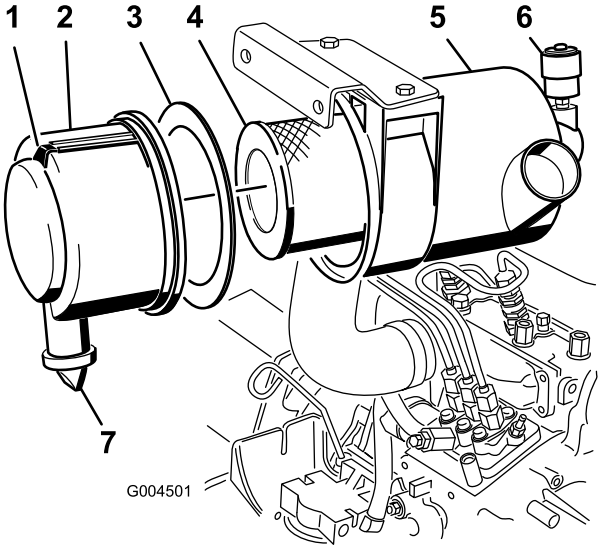

**Figur 39**
2. Utför service på luftrenarfiltren när luftrenarindikatorn (Figur 39) är röd eller var 400:e timme (oftare i mycket dammiga eller smutsiga förhållanden). För mycket underhåll får inte utföras på luftfiltret.
1. Dra ut spärren och vrid luftrenarkåpan motsols (Figur 39).
2. Ta bort kåpan från luftrenaren (Figur 39).
4. Ta bort och byt ut huvudfiltret (Figur 39).
6. Kontrollera att skumpackningen sitter på plats i kåpan och att den inte är sliten eller skadad (Figur 39).
A. Ta bort gummiutloppsventilen från kåpan (Figur 39).
10. Nollställ indikatorn (Figur 39) om den är röd.